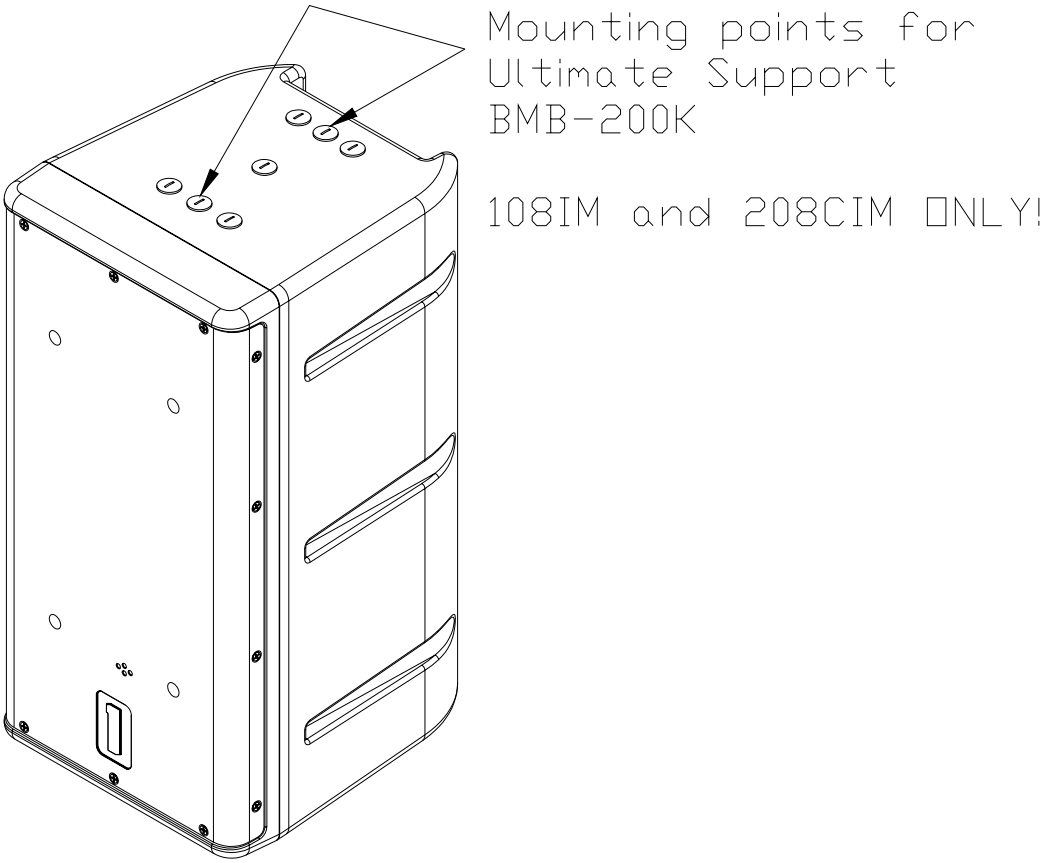

Figure 1
Figure 1 below represents the two M8 locations for mounting the BMB-200K. The BMB-200K should be mounted as far forward, toward the front of the enclosure, as possible.
1. See product view below (Figure 1)